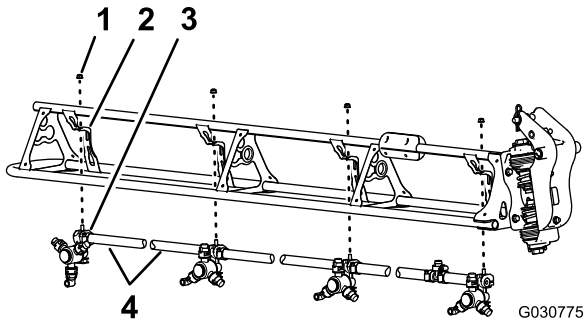

Figur 118
1. Kutt slangen mellom to sprederdyser (Figur 118).
2. Fjern flenslåsemutteren (5/16 tomme) som fester sprederdysen til dysestøtten (Figur 118).